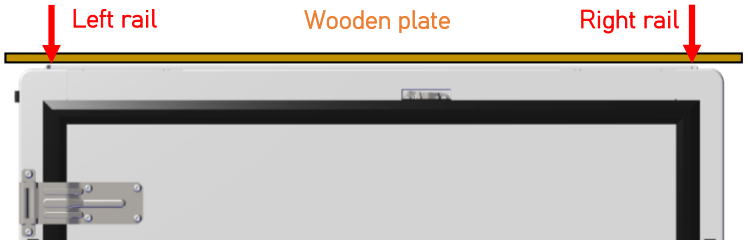

Figure 8 – Positioning of protective wooden plate on the container roof before stacking.
- If stacking with a lightweight object, always place a wooden plate, or similar, large enough to rest on both rails (at least 1'534 mm) of the container roof to protect the photovoltaic panels (Figure 8).